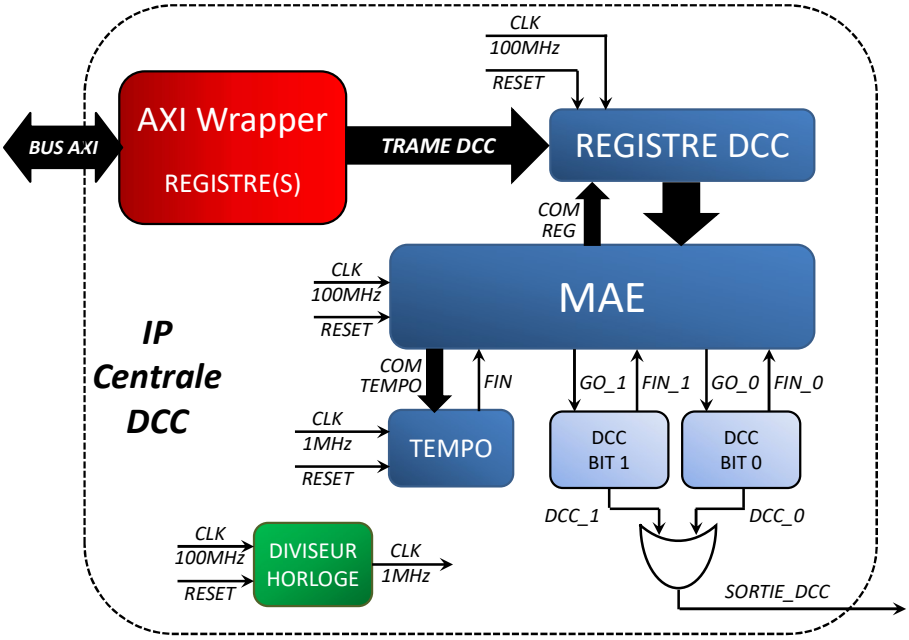

Figure 5 –l'IP Centrale DCC
La Figure 5 présente l'architecture interne de l'***IP Centrale DCC***.
- ***Créer dans Vivado un block design (cf. TP2) pour réaliser le système de la Figure 5. Implémenter le design et générer le bitstream.***